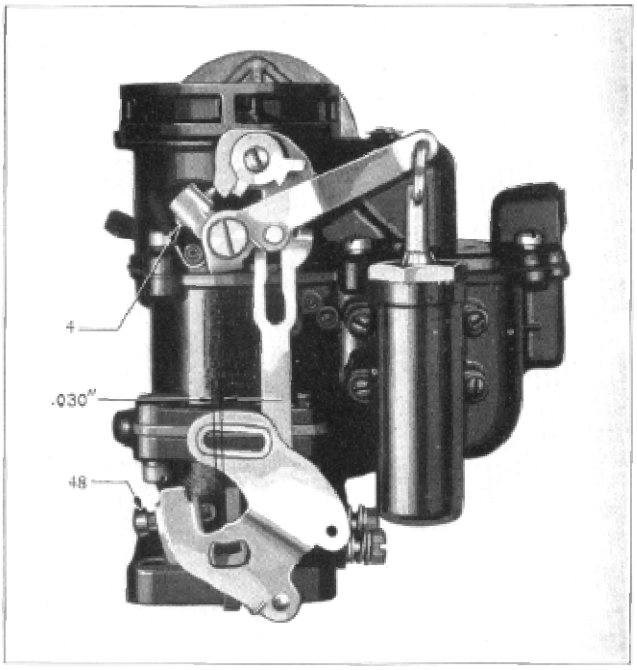

Figure 22
(61) Hold choker valve tightly closed and adjust fast idle arm screw (4) (Figure 22), to give .012 to .018-inch opening between edge of throttle valve and bore of carburetor side opposite port. When the
carburetor is on the car and the slow idle screw (48) adjusted to seven miles per hour, proper adjustment of the high idle can be made by turning the high idle screw until the throttle stop screw (48) is .030" from the stop as indicated in Figure 22.